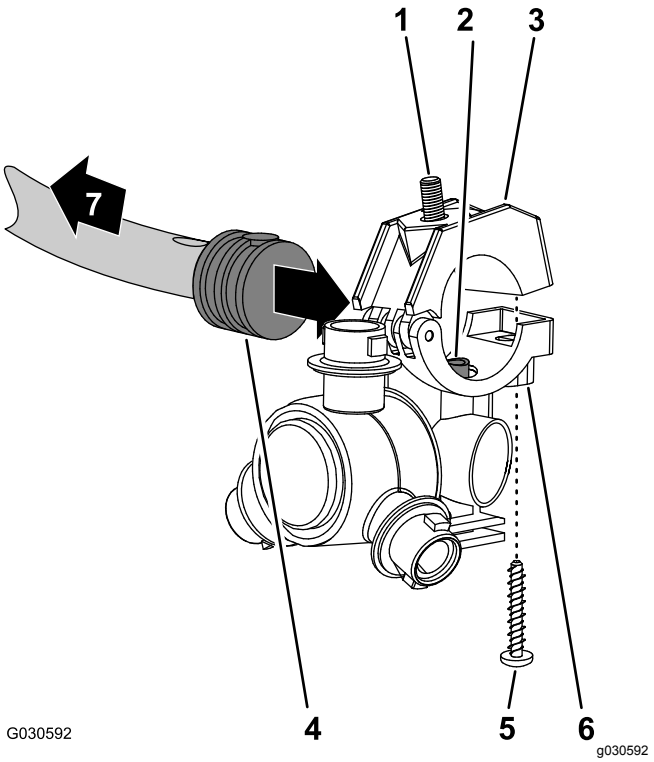

Figur 143
1. Rikta in överföringsröret i sadeln på ett sprutmunstycke (Figur 143) mot hålet på sidan av slangskaftet med en hulling (1/2 tum).
2. Stäng den övre halvan av klämman runt slangskaftet med hulling och sätt fast klämhalvan och sprutmunstyckshuset (Figur 143) med en skruv av rostfritt stål (nr 12 x 1 1/4 tum). Dra åt skruven till 14–18 N·m.